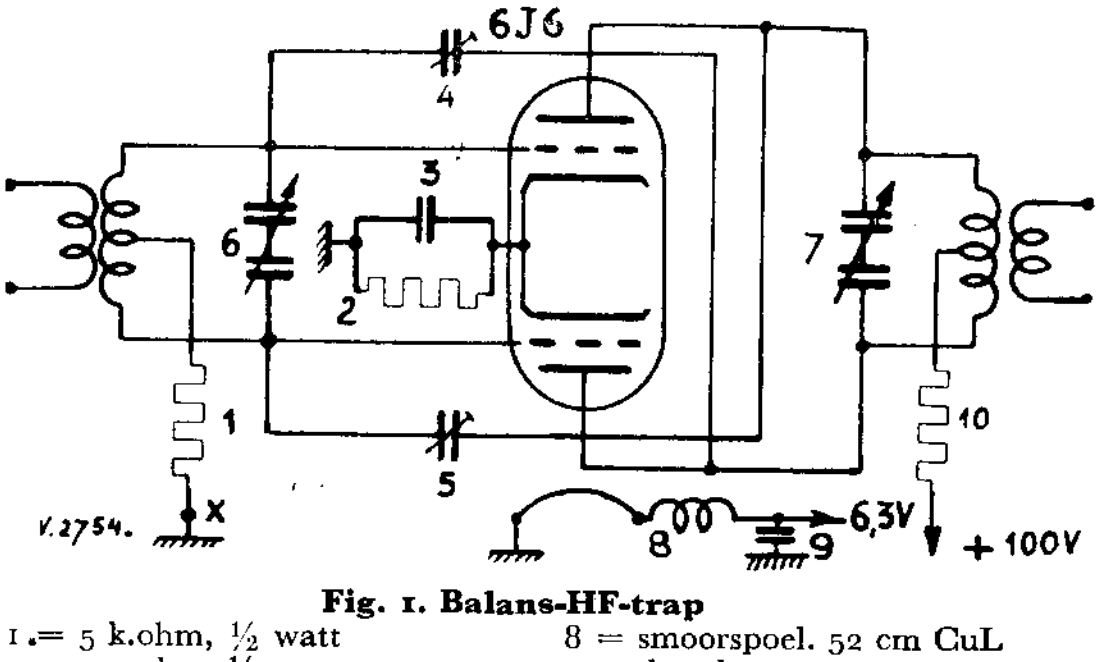

Fig. 1. Balans-HF-trap
Als eerste versterker nemen we die met de 6J6 (ECC91). Zoals fig. 1 deze weergeeft, blijkt het een balanstrap te zijn. Men past hem vaak toe, vooral wanneer een gebalanceerde voedingslijn – zoals het bekende 300 ohm twinlead – de verbinding vormt tussen beam en convertor. Deze versterker is tamelijk 'smalbandig', waardoor een ohmse belasting van de anodekring gewenst is.
- 18, 19, 20 = smoorspoel. Zie 8 in fig. 1.